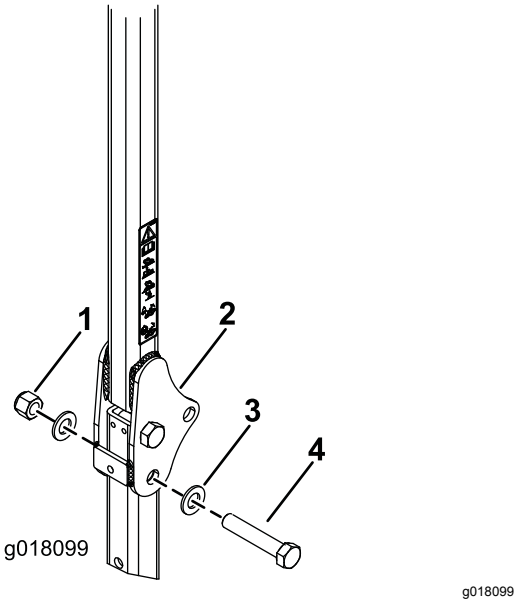

Figure 13
3. Insert a washer (13/16 x 1-1/2 inches) onto each bolt (3/4 x 4 inches) as shown in Figure 13.
4. In the holes where the pins were removed, install the bolts and washers (Figure 13).
5. Install another washer onto each bolt and secure with nuts (3/4 inch) as shown in Figure 13. Torque the nuts 323 to 396 N·m (238 to 292 ft-lb).
6. Torque the ROPS pivot bolt (Figure 13) 91 to 113 N·m (67 to 83 ft-lb) to avoid any bouncing of the roll bar and sunshade.